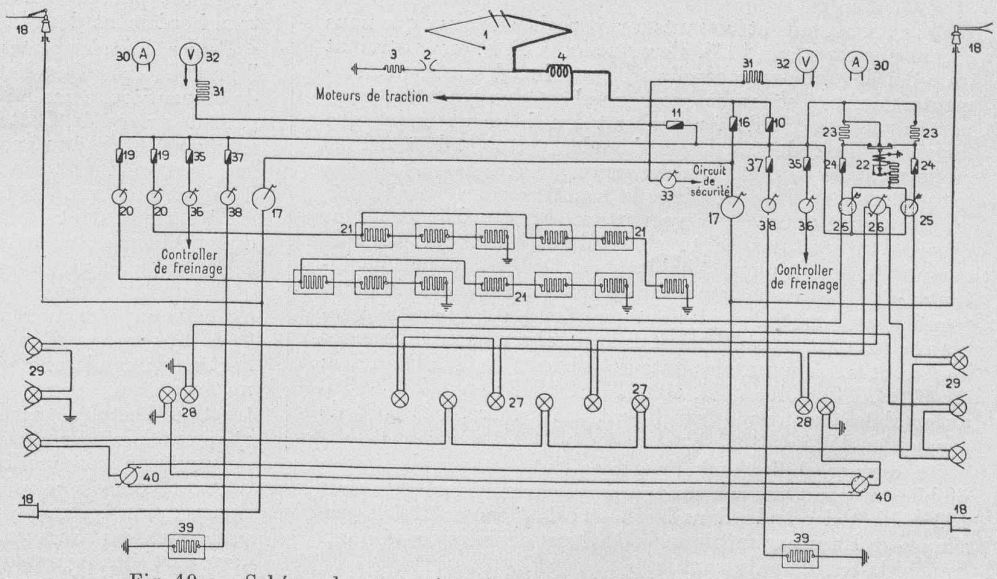

Fig. 19. — Schéma des connexions du circuit d'éclairage et de chauffage.
L'installation d'éclairage de la voiture est alimentée directement par le courant de ligne. Les deux circuits séparés comportent chacun six lampes connectées en série, comprenant trois lampes du compartiment à voyageurs, qui brûlent en permanence, tandis que les trois autres lampes (phares et lampes de cabine) peuvent être connectées à volonté au moyen de commutateurs (voir fig. 19). Chacun des circuits d'éclairage comporte une résistance auxiliaire, mise en ou hors circuit par un relais *pos. 22*, quand l'automotrice passe d'une tension de ligne à l'autre. Le relais est réglé de façon à introduire les résistances dans le circuit lorsque la tension dépasse 660 volts. De cette manière la tension par lampe ne tombe pas au-dessous de 80 volts, ni ne dépasse 114 volts. Les interrupteurs, commutateurs et coupe-circuits du circuit d'éclairage sont disposés sur un tableau, fixé à la paroi postérieure de la cabine I et protégé par une caisse fermée. L'éclairage des remorques est alimenté également par le courant de ligne. Des accouplements à fiche et des perches de prise de courant en assurent les connexions.
Le *circuit de chauffage* comprend deux circuits de six radiateurs de 700 watts et 250 volts chacun. Chaque circuit comporte deux groupes de trois radiateurs en série, connectés en parallèle (voir fig. 19). Cette disposition permet d'obtenir deux degrés de chauffage correspondant à 125 watts/m³ (1 circuit) et 250 watts/m³ (2 circuits).